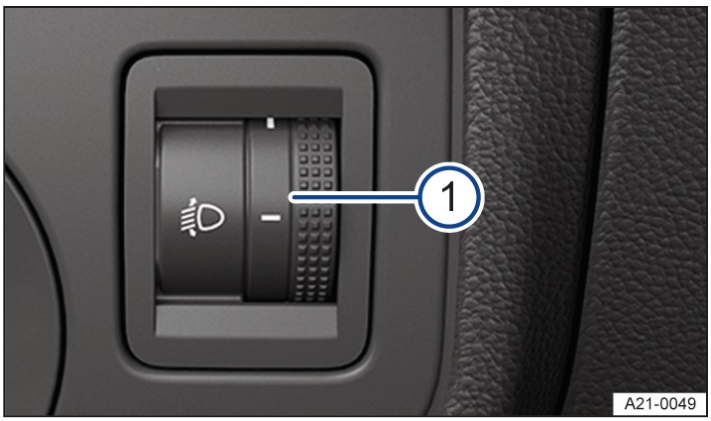
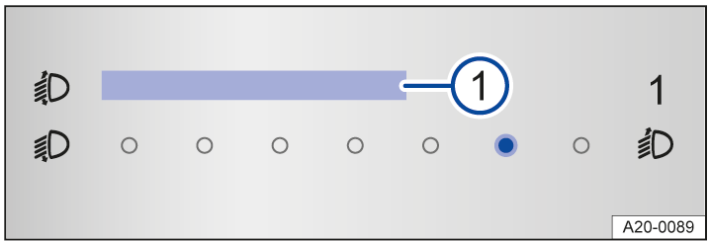

Fig. 1 Next to the steering wheel: control for headlight range control.
Fig. 2 In the Infotainment system: Touch control for headlight range control.
Depending on the vehicle equipment, the headlight range can be adjusted with the→ *fig. 1* (1) control or with the touch control in the Infotainment system → *fig. 2* (1).
5. Tap the required position (example vehicle load) → *fig. 2* (1).
1. Turn the control → *fig. 1* (1) to the required position (example vehicle load).